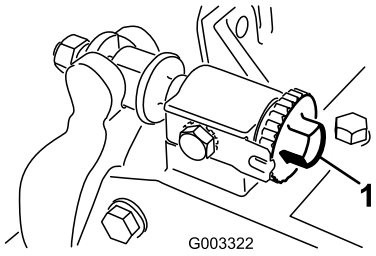
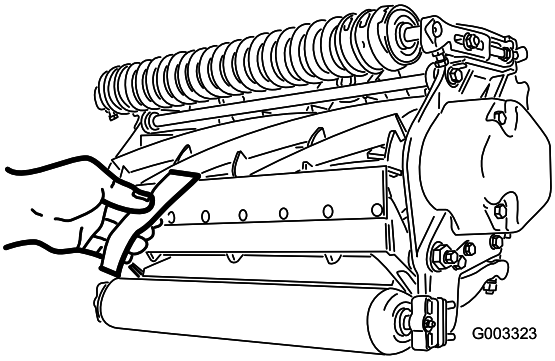

**Figur 8**
**Figur 9**
1. Placer maskinen på en flad, plan arbejdsflade. Sørg for, at der ikke er kontakt med knivcylinderen, ved at dreje bundtværstangens justeringsskruer mod uret (Figur 8).
**Vigtigt: Sørg for, at møtrikkerne på den bageste del af bundtværstangens justeringsskruer ikke hviler på arbejdsfladen (Figur 8).**
3. Indsæt et stykke avispapir mellem knivcylinderen og bundkniven i den ene ende af cylinderen (Figur 9). Drej bundtværstangens justeringsskrue (Figur 8) med uret, mens du langsomt drejer knivcylinderen fremad (i samme ende af cylinderen, ét klik ad gangen, indtil papiret klemmes let, når det sættes ind fra forsiden, parallelt med bundkniven). Der mærkes et let slæb, når der trækkes i papiret.
5. Når justeringen er udført, skal du kontrollere, at knivcylinderen kan klemme papir fast, når det indsættes forfra, og at den kan klippe papir over, når det indsættes i en ret vinkel i forhold til bundkniven (Figur 9). Det bør være muligt at klippe papir over med et minimum af kontakt mellem bundkniven og cylinderknivene. Hvis kontakten/knivcylinderens modstand er for stor, er det enten nødvendigt at baglappe eller slibe klippeenheden igen for at opnå de skarpe kanter, der er nødvendige til præcisionsklipning (se Toro-manualen om slibning af knivcylinderen og rotorplæneklippere, Form No. 80-300PT).